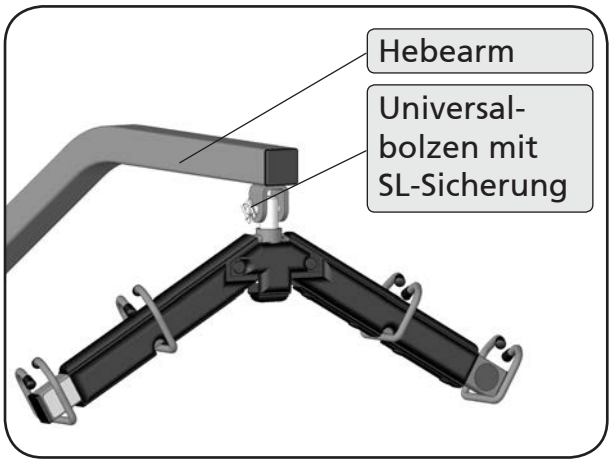

Abbildung 20
13. Montieren Sie den Aufnahmebolzen mit Bund mit Transportbügel am Hebearm. Sichern Sie den Universalbolzen mit der SL-Sicherung (Abbildung 20).